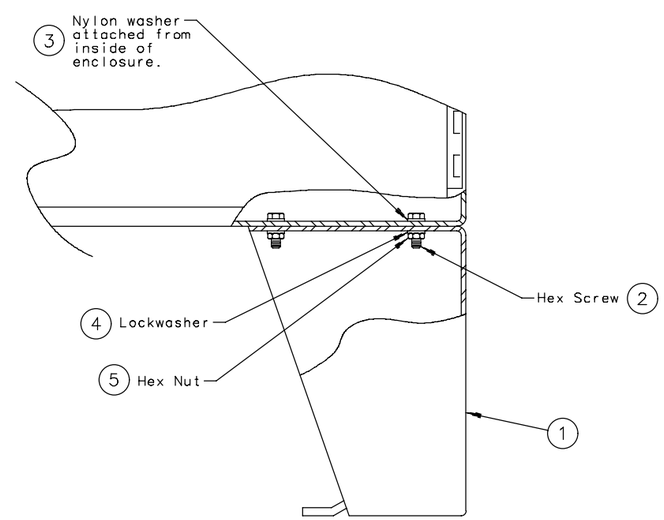

Figure 3
4. Bolt the floor stand to the enclosure as shown in figure 3 using the 3/8–16x.75 hex head screws, washers, and nuts provided. Firmly tighten all fasteners.